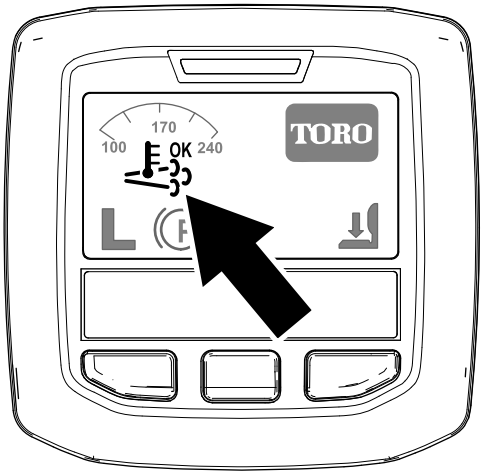

Figura 29
- Aparece el icono de regeneración de asistencia/restablecimiento en el InfoCenter (Figura 29).